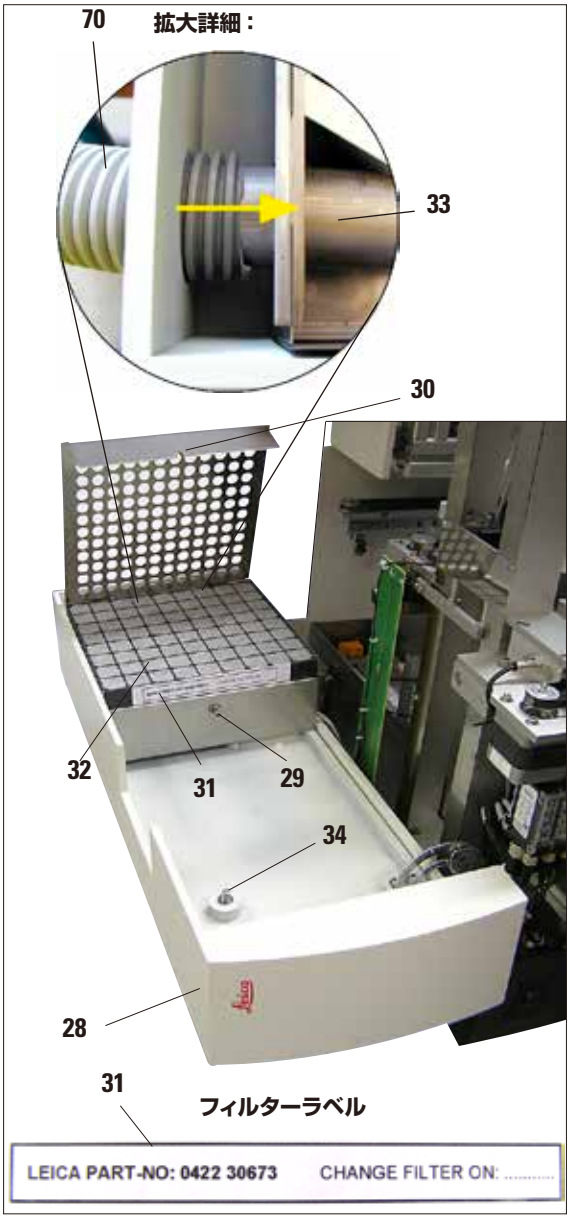

図 10
- 装置左側にあるメンテナンスドア（**28**）のマイナスネジ（**34**）を緩め、メンテナンスドアを左方向に開きます（図 10）。